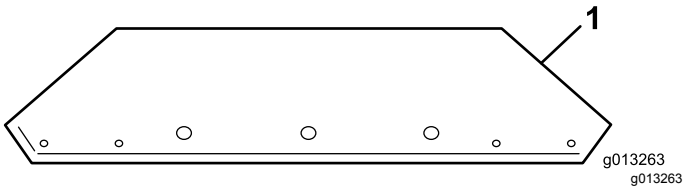
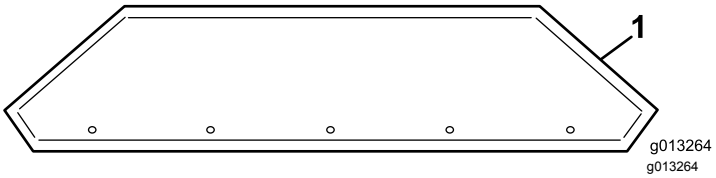

**Figuur 10**
**Figuur 11**
1. Neem de uitbreidingen van de hopper uit de kist en ga na welke de voorste en welke de achterste is (Figuur 10 en Figuur 11).